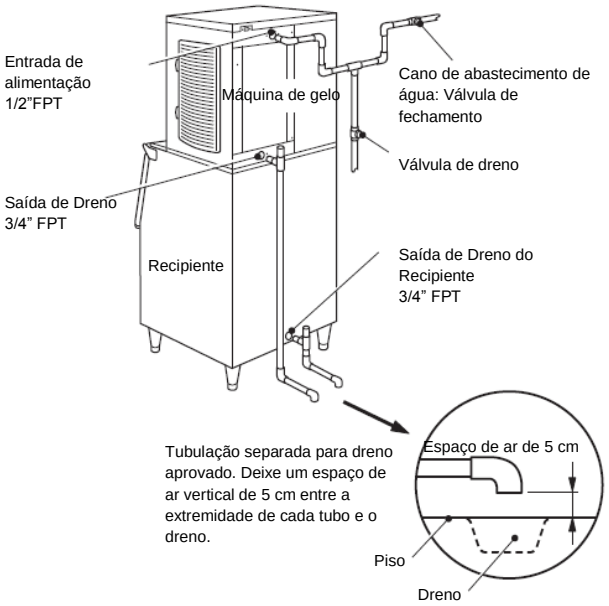

Fig. 6
* É necessária uma conexão em T ventilada para o fluxo de drenagem adequado. Ver Fig. 6.
* O funcionamento da linha de drenagem da máquina de gelo deve se separado da linha de drenagem da unidade de armazenamento / dispensador. Ver Fig. 6.